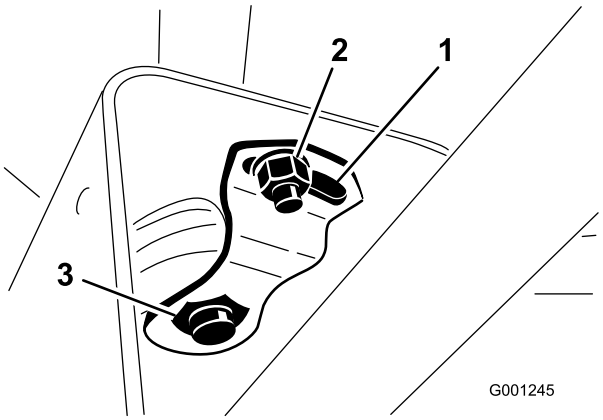

Figur 70
2. Skjut upp kåpan längs med styraxeln för att exponera svängfästet (Figur 70).
3. Lossa den lilla muttern, vrid tappfästet tills den stora muttern undertill är åtdragen (Figur 70).